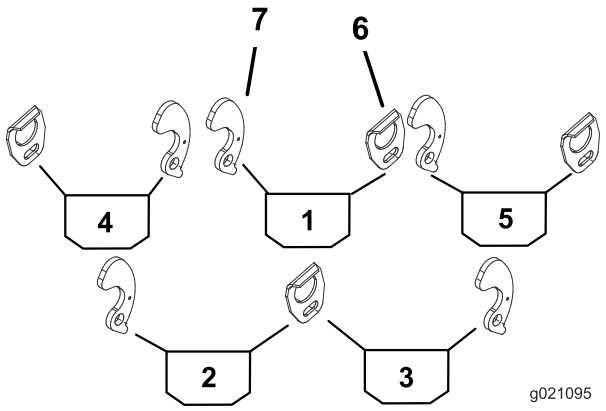
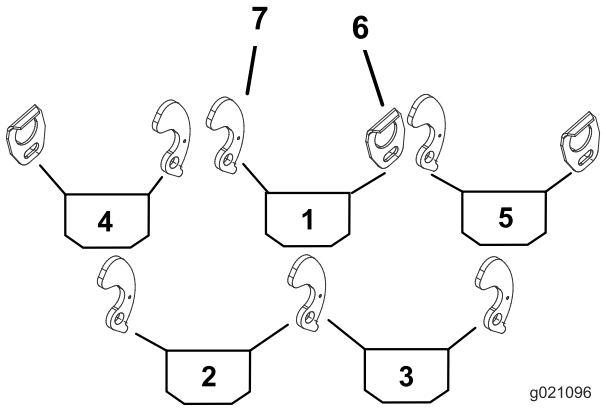

Figuur 1
Figuur 2
2. Gebruik Figuur 1 en Figuur 2 om de locaties te bepalen waar de geleiders of sluitnokken van de mand moeten worden gemonteerd aan de draagframes van het maaidek.
3. Monteer een mandgeleider aan de juiste kant van het draagframe van elk maaidek (Figuur 1). Gebruik een bout (5/16 x 1/2 inch) en een platte ring (0,344 x 0,875 inch).